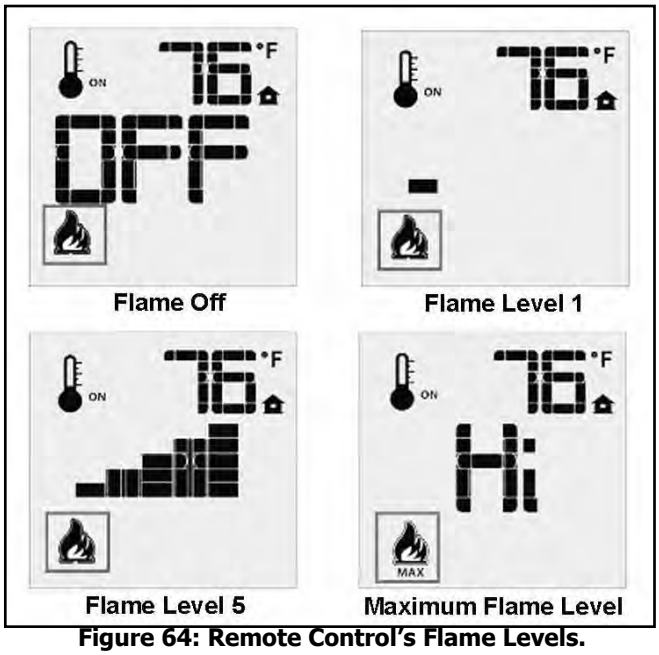

Figure 64: Remote Control's Flame Levels.
The Proflame GTMF has six (6) flame levels. With the system on, and the flame level at the maximum in the appliance, pressing the Down Arrow Key once will reduce the flame height by one step until the flame is turned off. The Up Arrow Key will increase the flame height each time it is pressed. If the Up Arrow Key is pressed while the system is on but the flame is off, the flame will come on in the high position (refer to Figure 64). A single "beep" will confirm reception of the command.